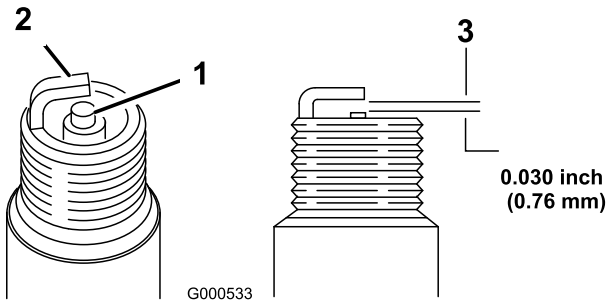

**Figura 26**
5. Regolate la distanza tra gli elettrodi della candela a 0,76 mm (Figura 26).